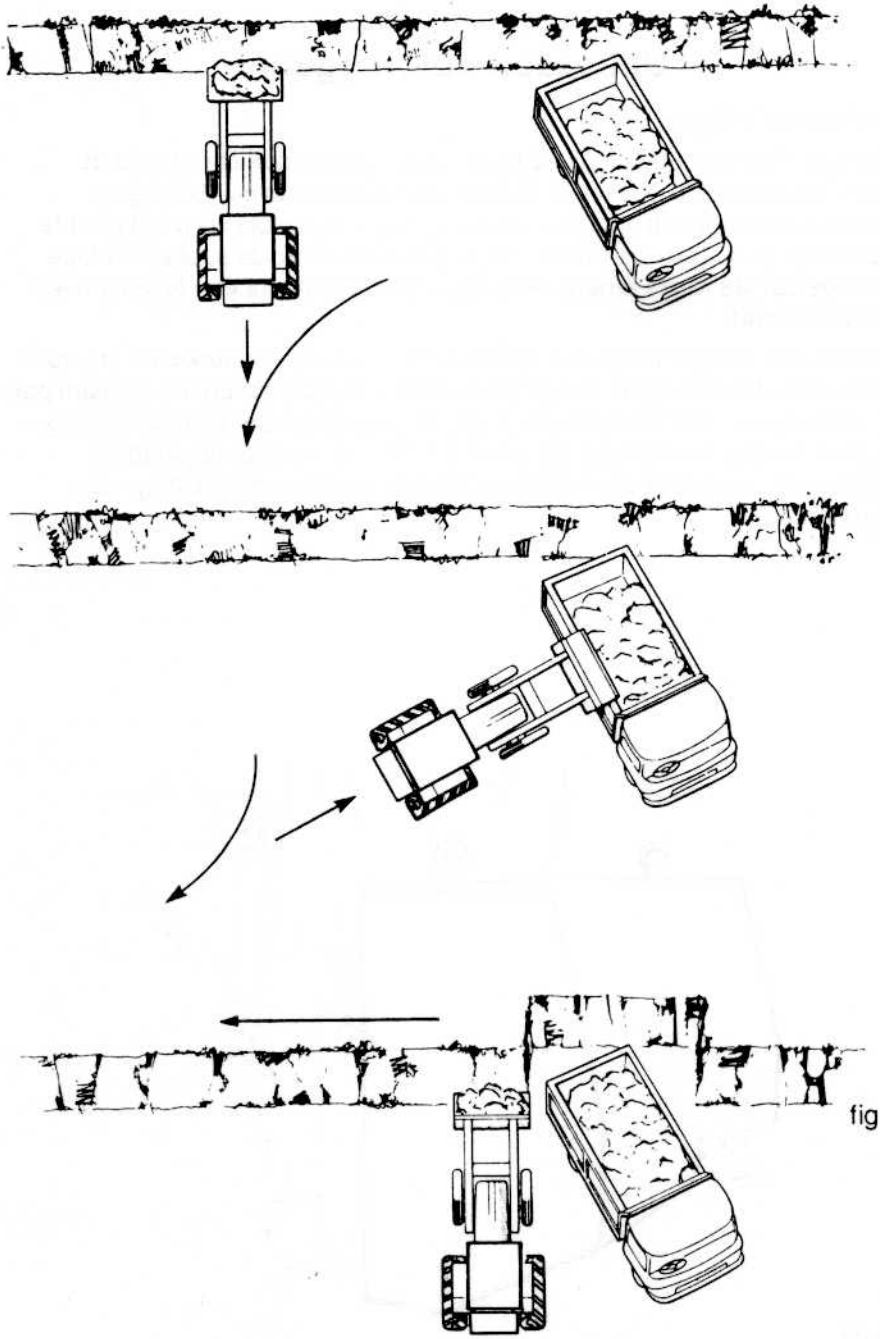

fig 30
- Lorsque le camion aborde un terrain en pente, ne pas soulever la benne à la hauteur de déversement, tant que la machine se trouve au niveau du sol (figure 30).